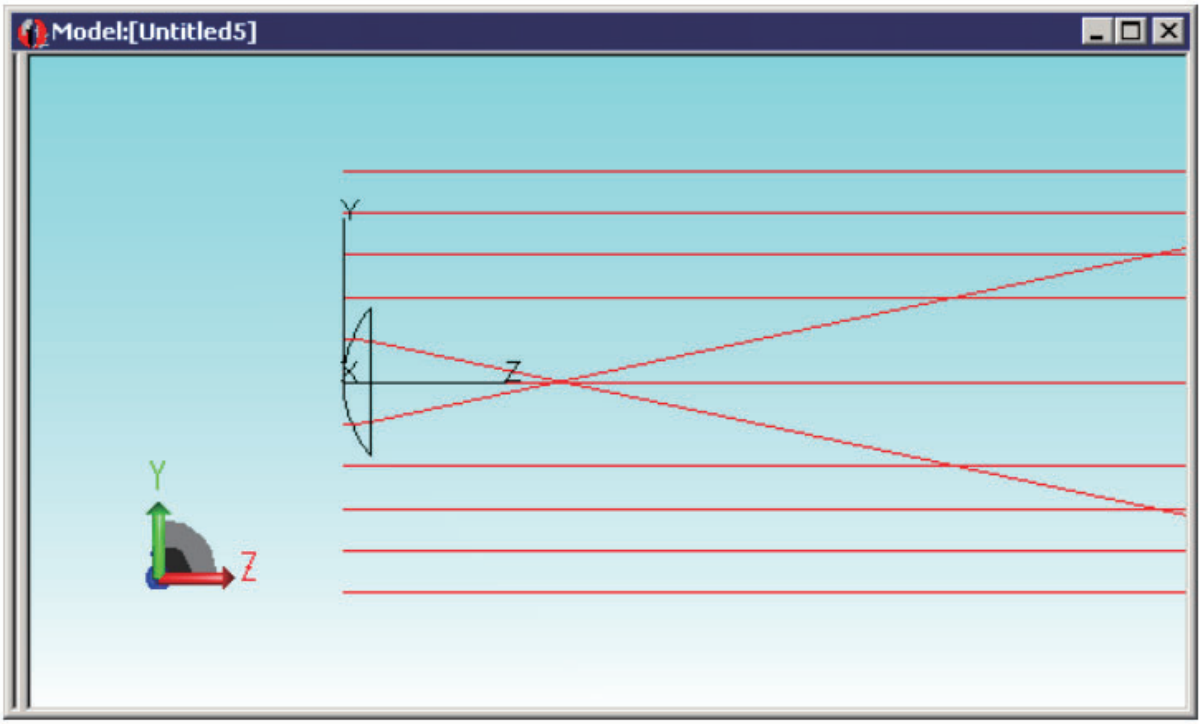

FIGURE 9.40 - Raytrace of single lens element
6. Trace This Rays ボタンを押して光線をトレースします。図 9.40 を参照してください。